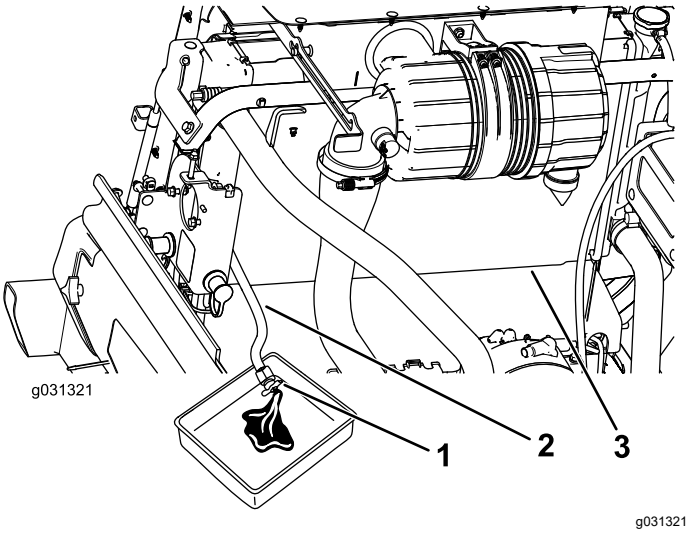

Figuur 121
3. Plaats de aftapslang van de radiateur in een opvangbak, open het aftapventiel van de radiateurslang en laat de vloeistof in de opvangbak lopen (Figuur 121).
4. Sluit het ventiel van de aftapslang van de radiateur (Figuur 121).